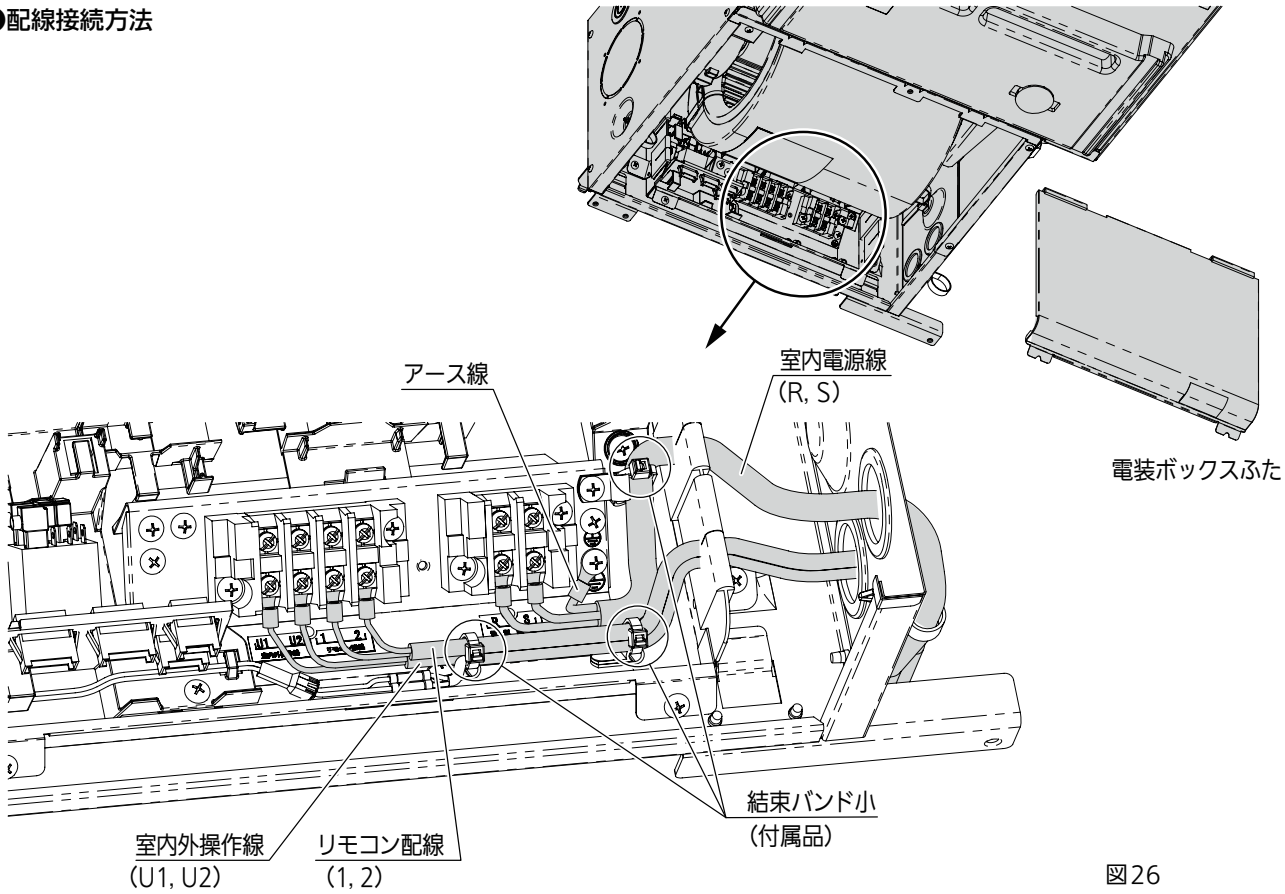

図26
また、電装ボックスは本体下面吸込口面にあります。（図26）
- 電源線は端子接続部に張力が加わらないように、配線固定具に結束バンド小（付属品）を通し、しっかりと固定してください。（3か所）固定は必ず被覆部分で行ってください。（図26）